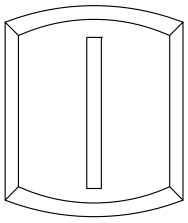

Abb. 1 Einsetzen der Sprosse
- Zum Einsetzen der Flügelsprosse **6** drücken Sie das Flügelprofil **5** auseinander (siehe Abb.1). Positionieren Sie die Flügelsprosse **6** im Flügelprofil **5**. Dann Verschrauben Sie den T-Verbinder **1** mit 4 Senkschrauben 3,9 x 19 mm **4**.